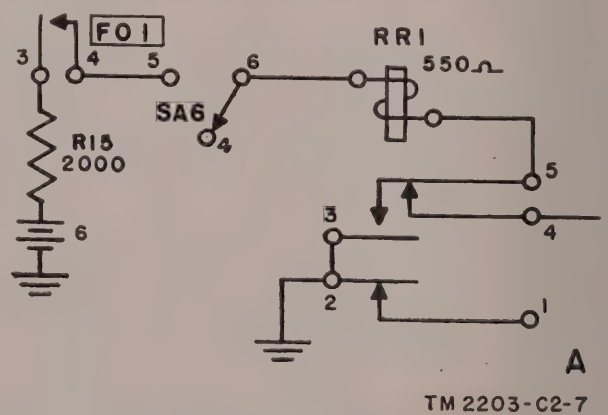

Figure 52.1 (Added) *Teletypewriter Set AN/TGC–1B, disabling circuit for feed-out key FO–1 and relay RR1.*
(5) (Added) In normal operation of Teletypewriter Set AN/TGC–1B, switch SA6 opens the circuit of key FO–1 so that tape cannot be fed out of the upper reperforator (fig. 52.1).
Figures 52 and 53 pertain to Teletypewriter Set AN/TGC–1B as well as to Teletypewriter Sets AN/TGC–1 and AN/TGC–1A. See figure 52.1 for the disabling circuit for key FO–1 in Teletypewriter Set AN/TGC–1B which is disabled in normal operation only.
d. No. 1 Tape Feed-Out No. 2 (Feed-Out Keys FO–1 and FO–2). Feed-out keys FO–1 * * * feed out blanks. **In normal operation of Teletypewriter Set AN/TGC–1B, switch SA6 opens the circuit to key FO–1 so that the reperforator cannot feed out tape if FO–1 is depressed (fig. 52.1).**